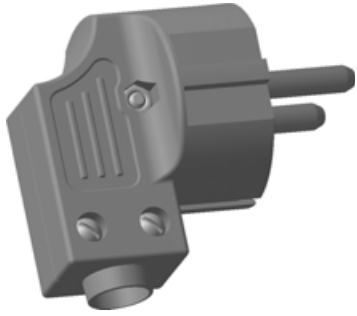

Рис. 7.67
- Нажмите кнопку **Создать объект** на панели специального управления — изображение гайки появится в указанном месте (рис. 7.67).